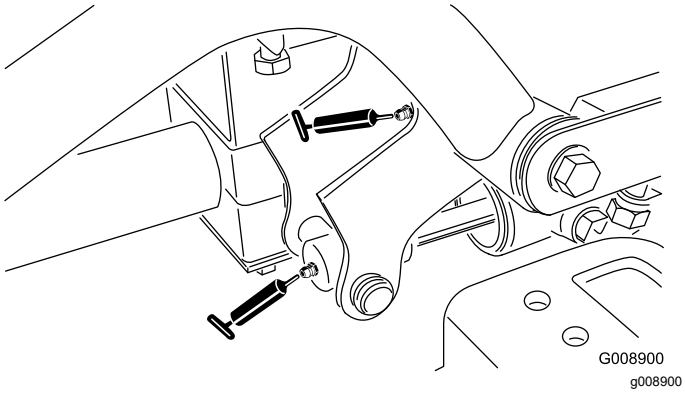

Figur 37
- Høyre fremre løftearmstapp og løftesylinder (2) (Figur 37)